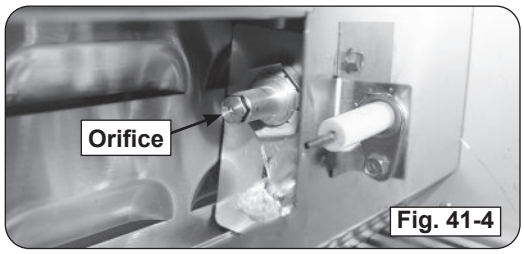

Fig. 41-4
6. Use a $^3/_8$" hex nut driver to remove the exposed orifice (Fig. 41-4). Check orifice. If needed, replace it with the correct orifice for the new gas.